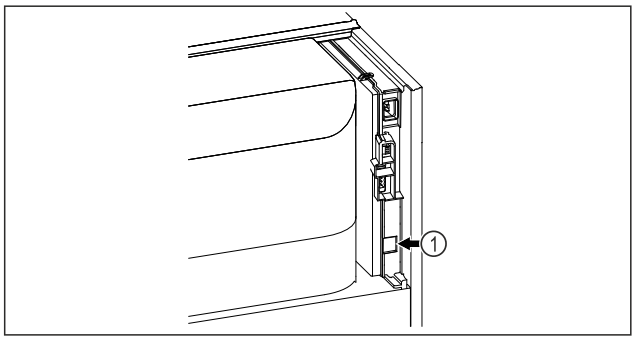

Fig. 62
❑ SmartModule *Fig. 62 (1)* is geplaatst.